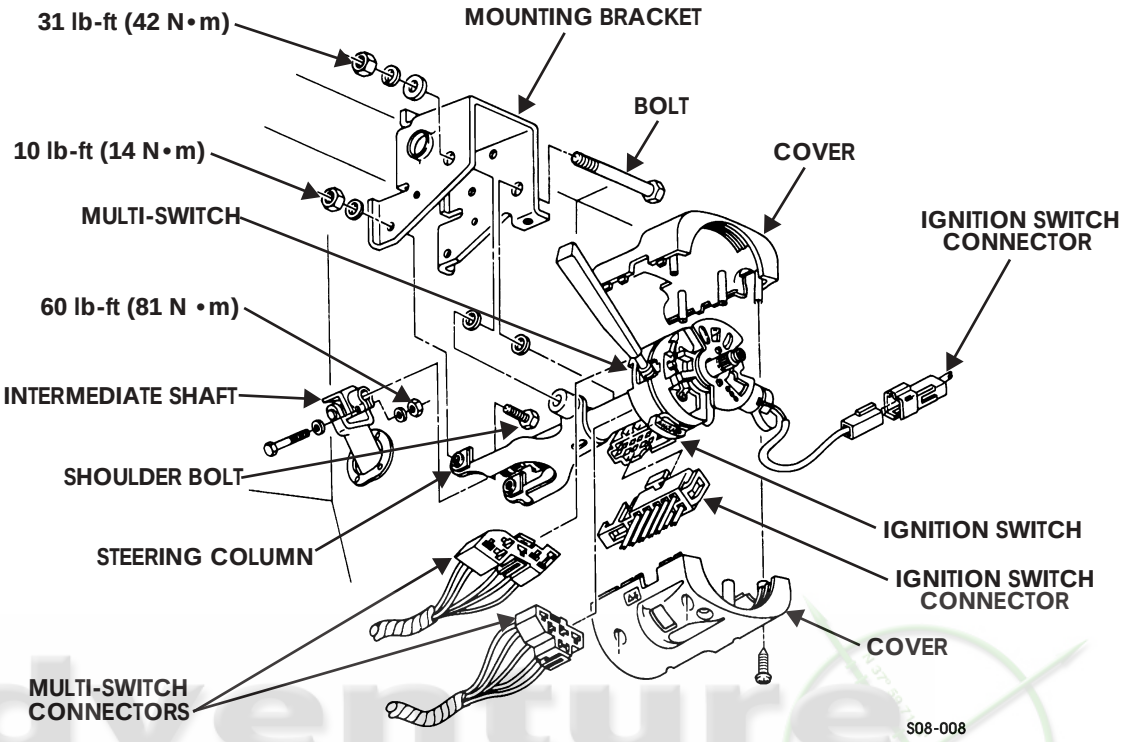

Figure 8-9: Steering Column
3. Remove locknut, washer, capscrew, and washer securing intermediate shaft to steering column (Figure 8-9).
1. Install ignition switch and multi-switch on steering column (Figure 8-9).